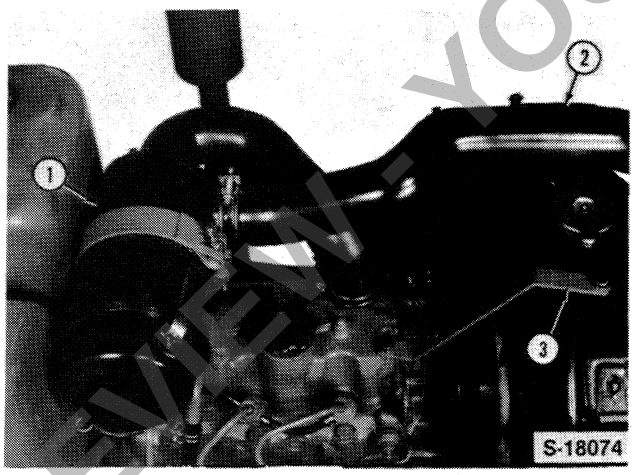

Figure 2
5. **Model 1310 only:** Remove the radiator top support brace from the cylinder head, Figure 2.